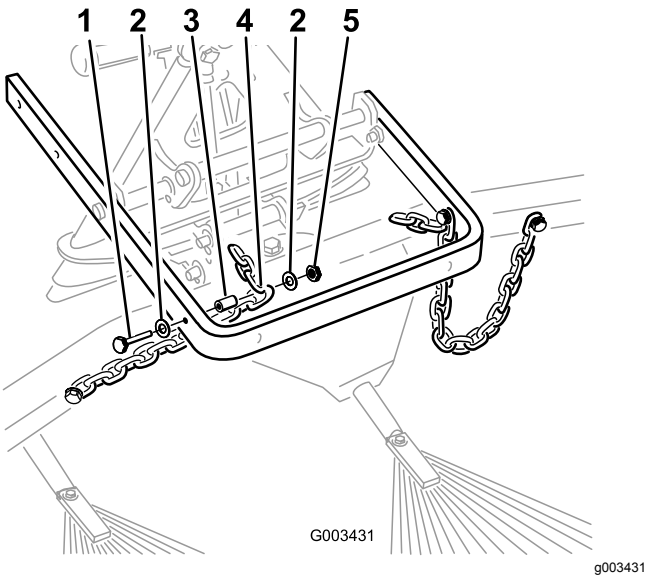

図 10
8. 各チェーンの 3 番目のリンクを、昇降アームの外側に取り付けるボルト⅜ x 2½"、ワッシャ⅜ x ⅞"2 枚、スペーサ、ナット⅜"を使用図 10を参照。